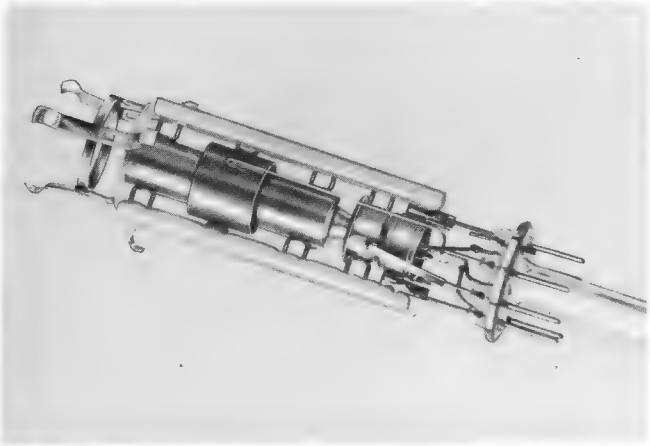

Bild 3. Das Elektrodensystem einer Röhre AW 59-90
B. Das Bildröhrensystem *(Bild 3)*